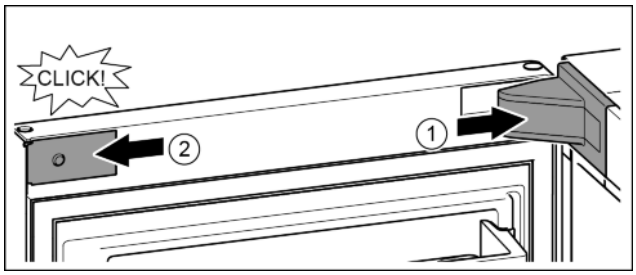

Fig. 16
▶ Крышку опорного кронштейна установить и зафиксировать, при необходимости, осторожно разжать. *Fig. 16 (1)*
▶ Установить сбоку накладку и зафиксировать. *Fig. 16 (2)*